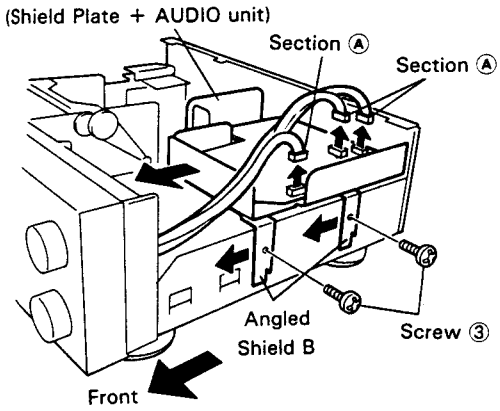

Fig. 3
6. Remove screw ③ (2 screws) and slide angled shield B toward the front of the unit and remove it (shield plate + AUDIO unit). (Refer to Fig. 3.)